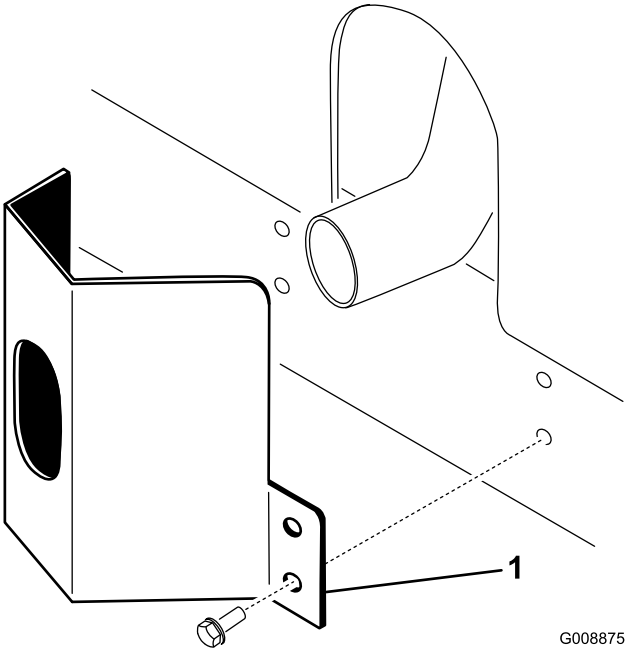

**Figur 9**
1. Placera avgasskyddet runt ljuddämparen och passa in monteringshålen mot hålen i ramen (Figur 9).
2. Fäst avgasskyddet vid ramen med fyra självgängande skruvar (Figur 9).